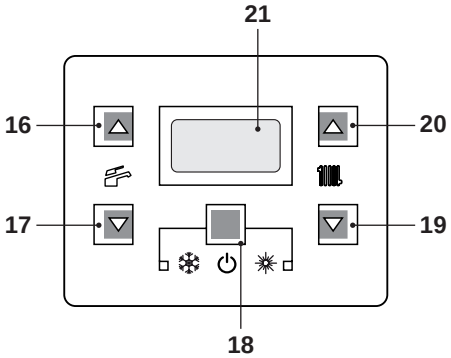
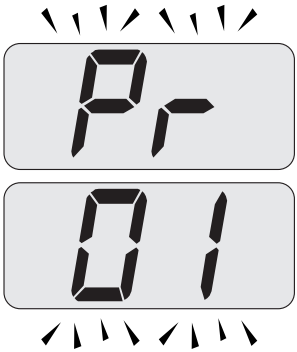
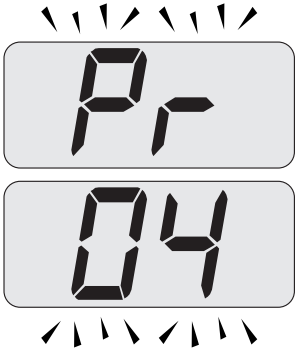

Figura 5.26
Figura 5.27
Figura 5.28
Per ottenere questo settaggio bisogna entrare in programmazione premendo contemporaneamente per 10 secondi i tasti 18 - 19 - 20 (Figura 5.26) fino a far apparire sul display LCD le lettere **Pr** che si alternano con il codice **01**, indicanti l'entrata nel "parametro 01" (Figura 5.27).
- Scorrere i vari parametri utilizzando i tasti 19 o 20 fino a far apparire sul display LCD le lettere **Pr** che si alternano con il codice **04**, indicanti l'entrata nel "parametro 04" (Figura 5.28).
- Premere contemporaneamente i tasti 18 e 20 (Figura 5.26) fino a far apparire sul display LCD il valore del parametro 04 (Figura 5.29).
- Premendo il tasto 18 (Figura 5.26) si ottiene la conferma del valore inserito.
- Premendo contemporaneamente i tasti 18 e 19 (Figura 5.26) si esce senza modificare il valore (ritorno alla lista parametri (Figura 5.28).
- Premendo contemporaneamente per 10 secondi i tasti 18 - 19 - 20 (Figura 5.26) si esce dalla "modalità programmazione".